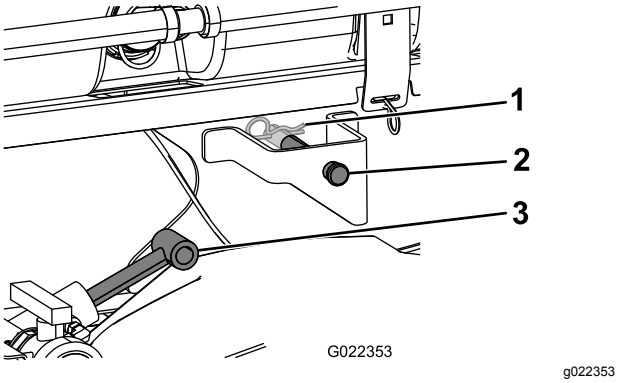

Figur 12
4. Udvid løftecylinderne til beslagene på tankplatformen, og placer cylinderfittingerne, så de flugter med hullerne i tankplatformens beslag (Figur 12).